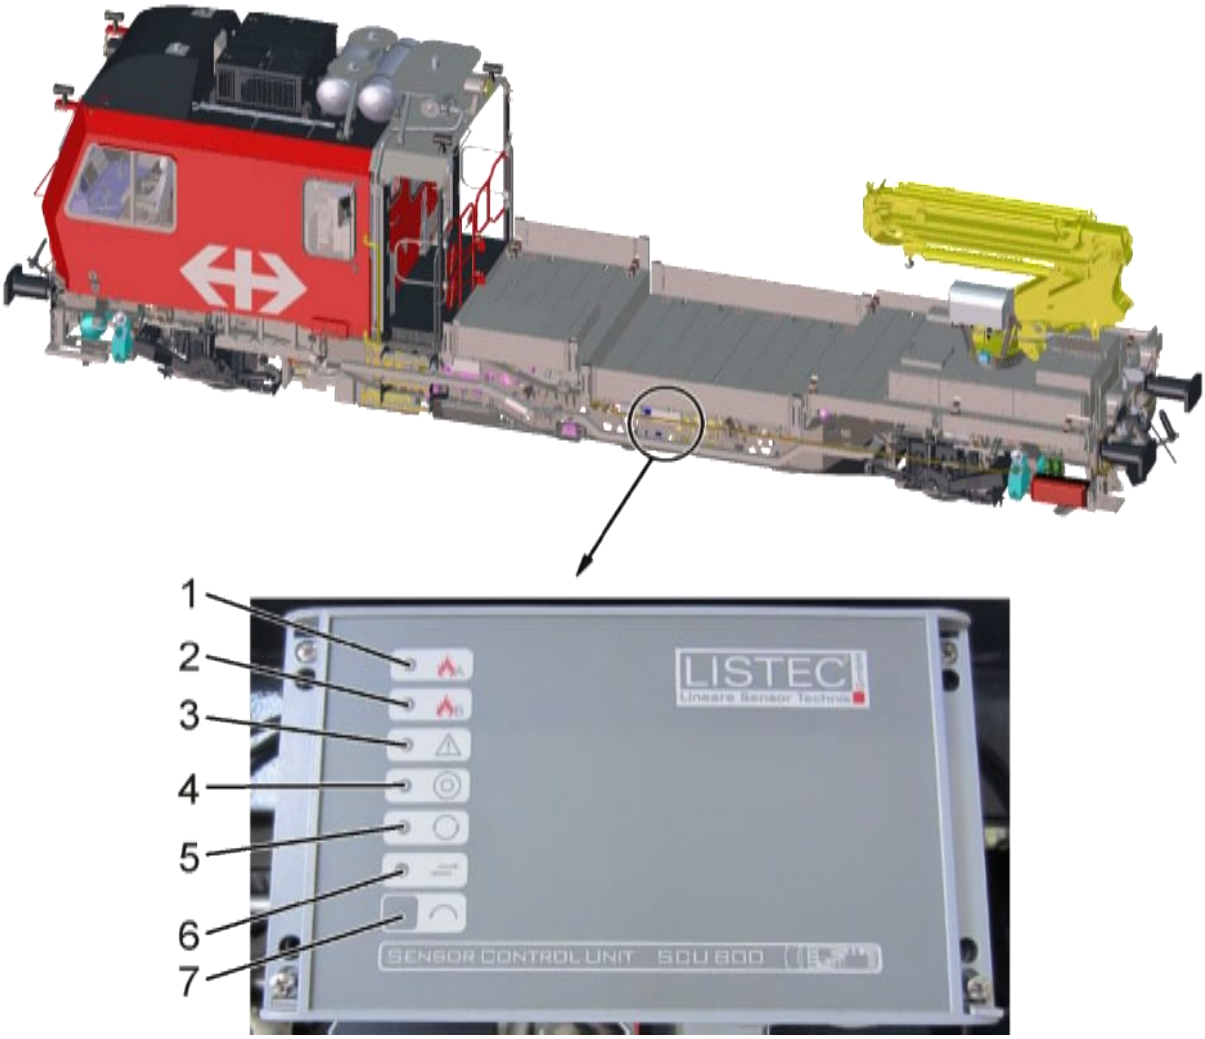

Fig. 109: Unità di controllo dei sensori del sistema di rilevamento incendio
L'unità di controllo dei sensori del sistema di rilevamento incendio è ubicata sulla fiancata sinistra del veicolo. I LED sul pannello anteriore dell'apparecchio indicano i diversi stati ed allarmi, cfr. Fig. 109. Sotto alle spie a LED è presente un pulsante di reset (7).